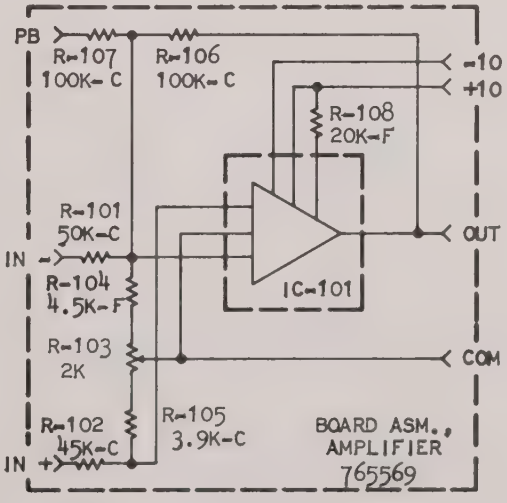

FIGURE 6-3 AMPLIFIER BOARD ASM, CIRCUIT DIAGRAM
b. Amplifier Board Assembly (Fig. 6-3)